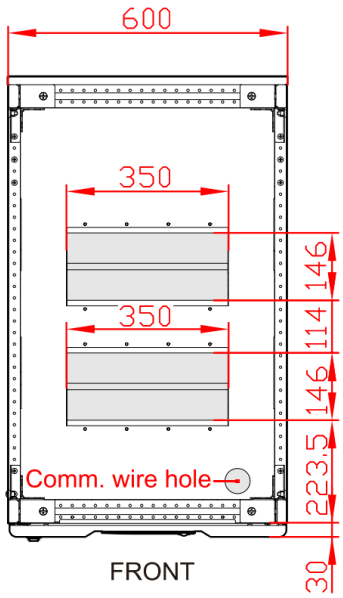
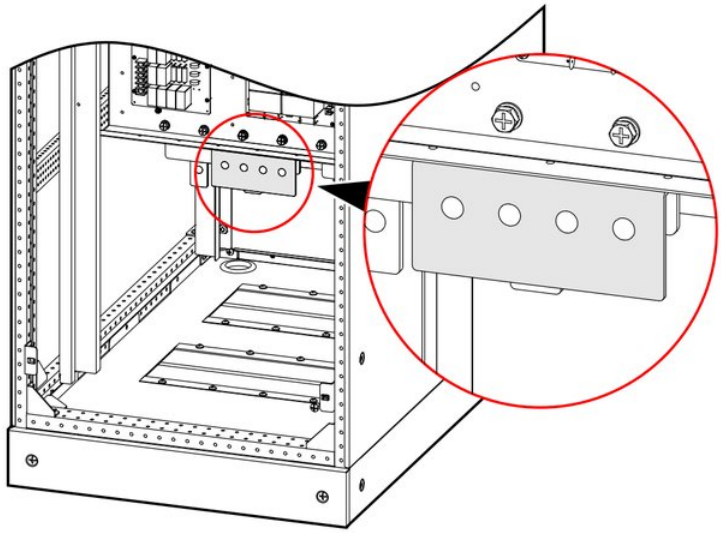
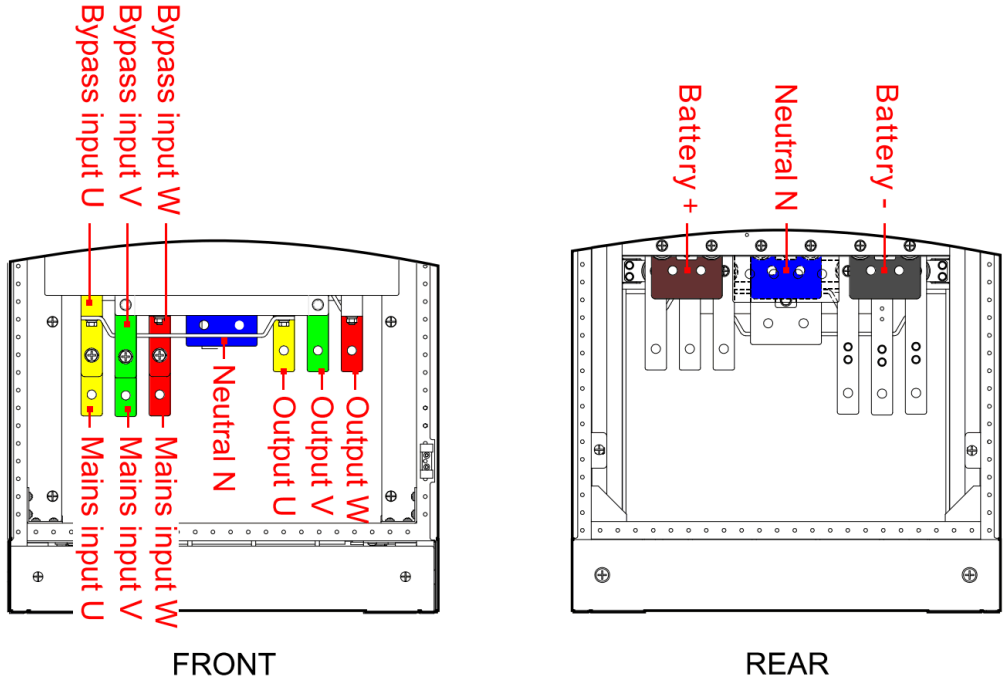

FIGURE 3-34 Wire inlet and outlet hole of down wiring of 160K, 200K
FIGURE 3-35 PE position of 160K, 200K
FIGURE 3-36 Wiring terminals bars diagram of 160K, 200K
2. Route the input, output, battery and PE cables through the bottom wiring hole (cable entry holes: Figure 3-34), connect them to the terminals (Figure 3-35, Figure 3-36) and tighten the bolts.